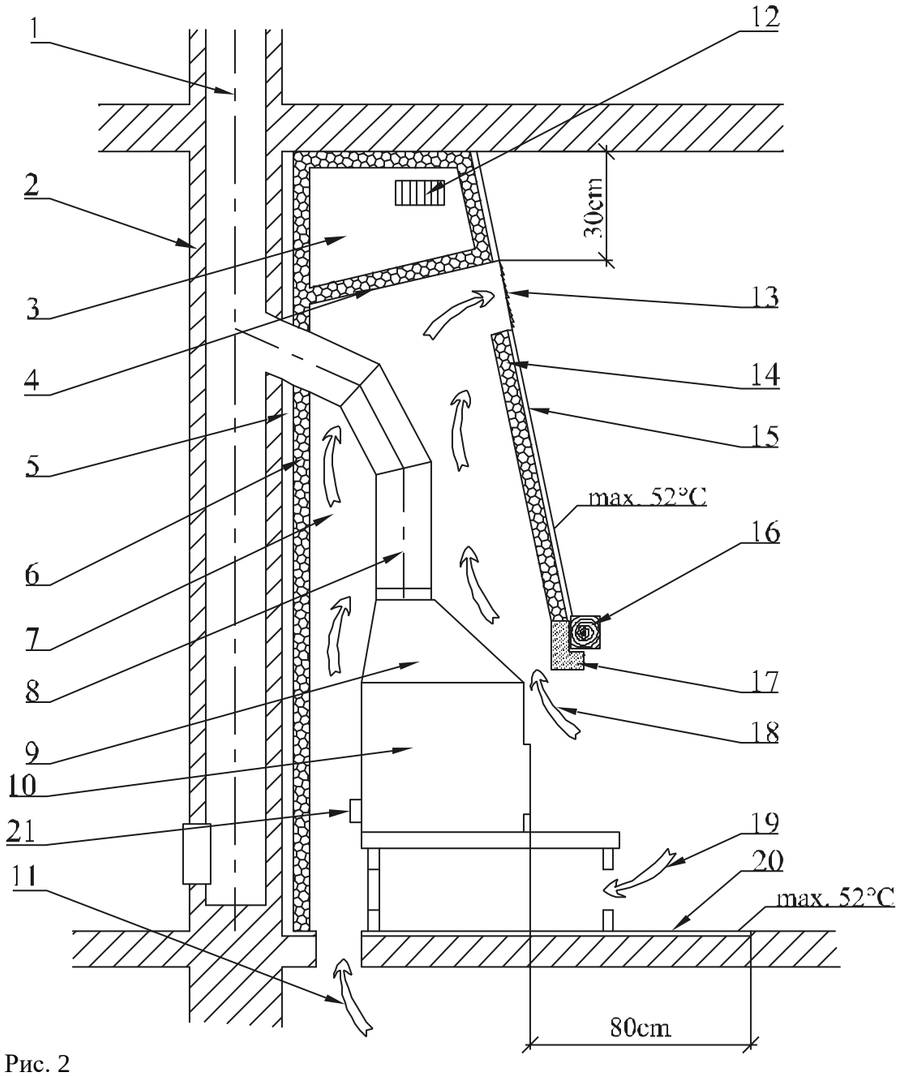

Рис. 2
5. Вывод нагретого конвекционного воздуха должен находиться мин. на **30 см** ниже потолка (рис. 2).
6. Над выводом конвекционного нагретого воздуха должна буть негорючая конструкция перекрытия. Ее температура не должна превысить величину **50°C.** Поэтому низ потолка должен быть изолирован от воздействия тепла из камина перегородкой и как минимум одним неполностью закрываемым отверстием с решеткой (рис. 2) или достаточным слоем теплоизоляции.